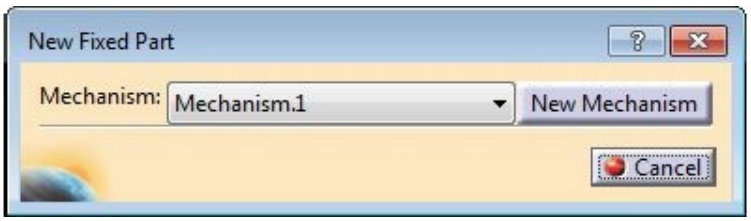

Figure 16-2 *The* ***New Fixed Part*** *dialog box*
4. To simulate a mechanism, you need to keep one part of the mechanism fixed (Stationary). To fix a part, choose the **Fixed Part** tool from the **DMU Kinematics** toolbar available in this workbench; the **New Fixed Part** dialog box will be displayed, as shown in Figure 16-2. Also, you will be prompted to select the part that you want to keep fixed. Select the part in the drawing area; the selected part will become fixed. Now, all other parts in the **DMU Kinematics** workbench can be simulated with respect to this fixed part.